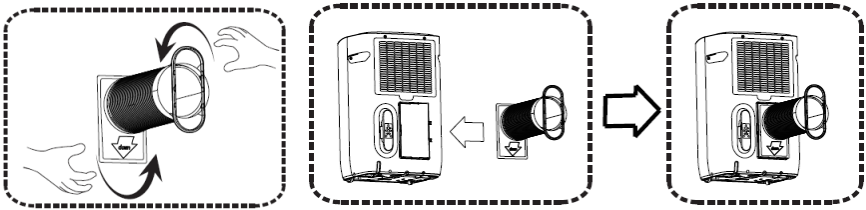

Figure 1 Figure 2 Figure3
- The two exhaust duct connectors tighten on the ends of the exhaust duct (See Fig. 1).